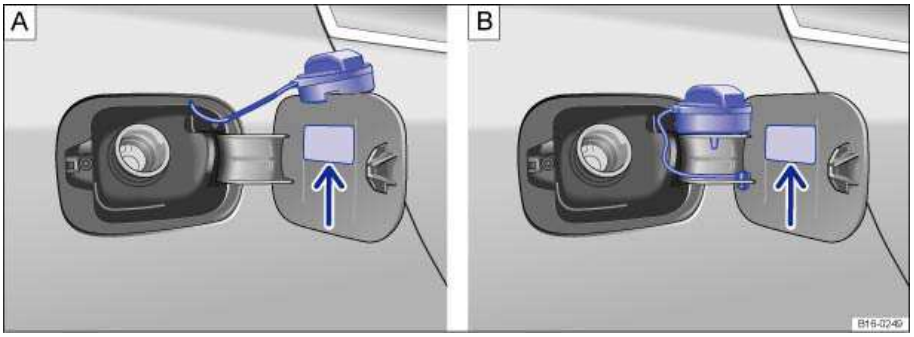

**Fig. 159** Fuel cap placed on the open fuel filler flap: Versions A and B.
- Unscrew the fuel cap counterclockwise and remove. Depending on the type of fuel cap, use either the edge of the fuel filler flap ⇒ fig. 159 **A** or the slot on the fuel filler flap hinge **B** to hold the cap while refueling.
The correct fuel grade for your engine is shown on a sticker located on the inside of the fuel filler flap ⇒fig. 159.